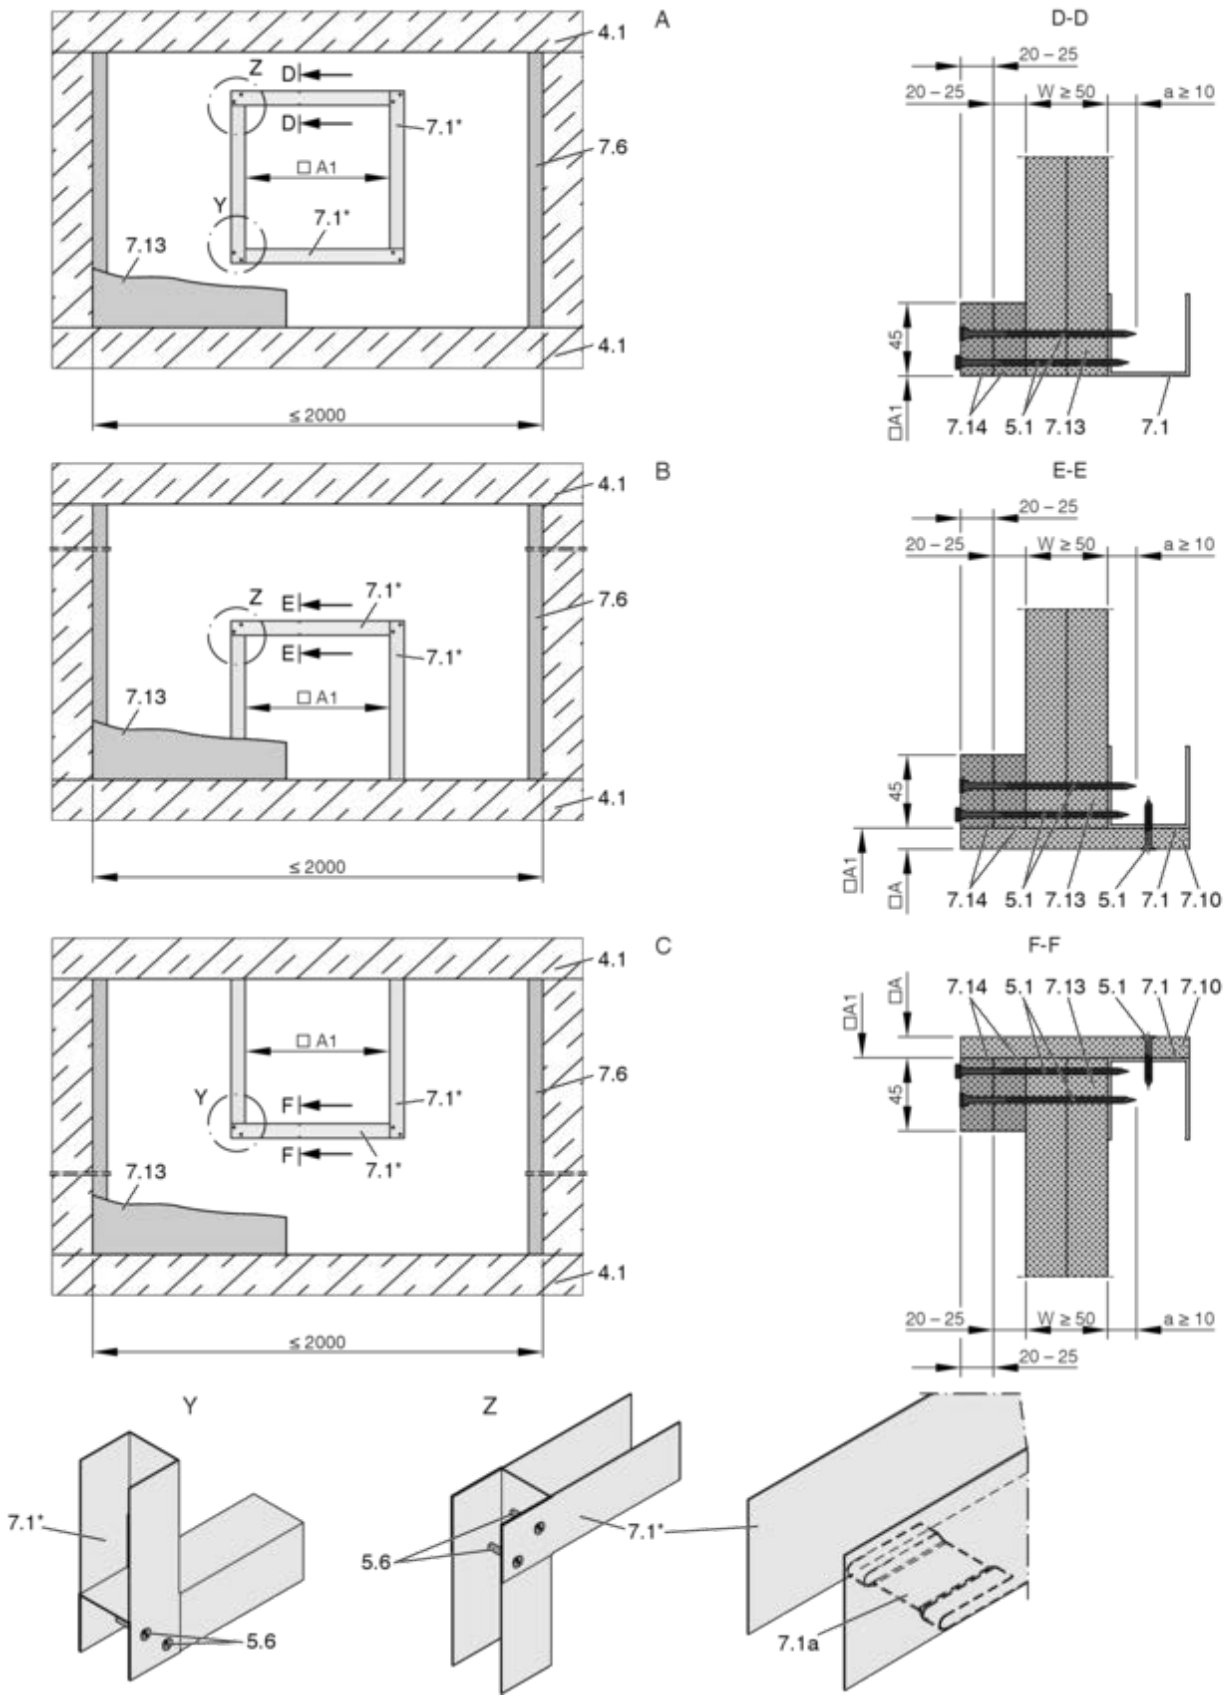

Fig. 149: Parede de caixa sem estrutura de apoio de metal e revestimento de um lado
- Montar a parede de caixa de acordo com as instruções do fabricante e criar a abertura de montagem de acordo com as especificações destas instruções, Fig. 149